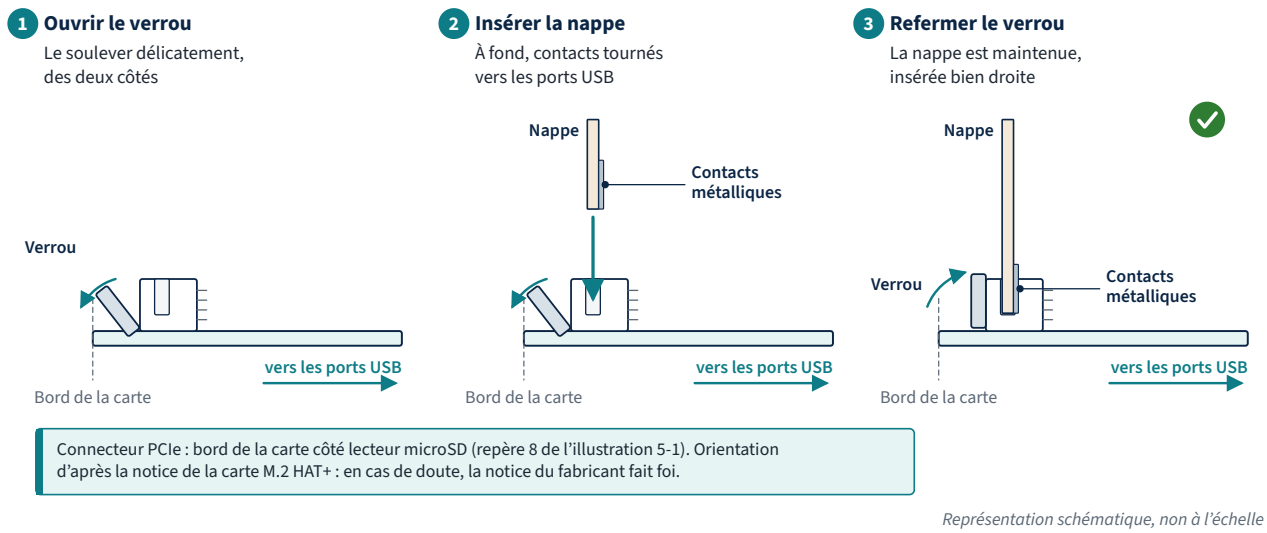

Figure 5-10 — Raccordement de la nappe PCIe au connecteur PCIe du Raspberry Pi 5 : verrou ouvert, orientation de la nappe, verrou refermé
3. Raccordez la nappe PCIe au connecteur PCIe du Raspberry Pi 5 (connecteur plat, repère sur l'figure 5-10) : soulevez délicatement le verrou du connecteur, insérez la nappe à fond dans l'orientation indiquée par la notice, puis rabattez le verrou.